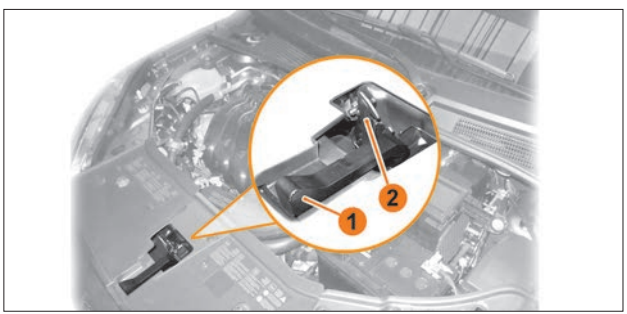

Рис. 8.2. Открытие капота
- Для разблокировки замка (рис. 8.2) слегка приподнимите капот, сдвиньте ручку **1** справа-налево вдоль кромки решетки радиатора и освободите крюк **2**.